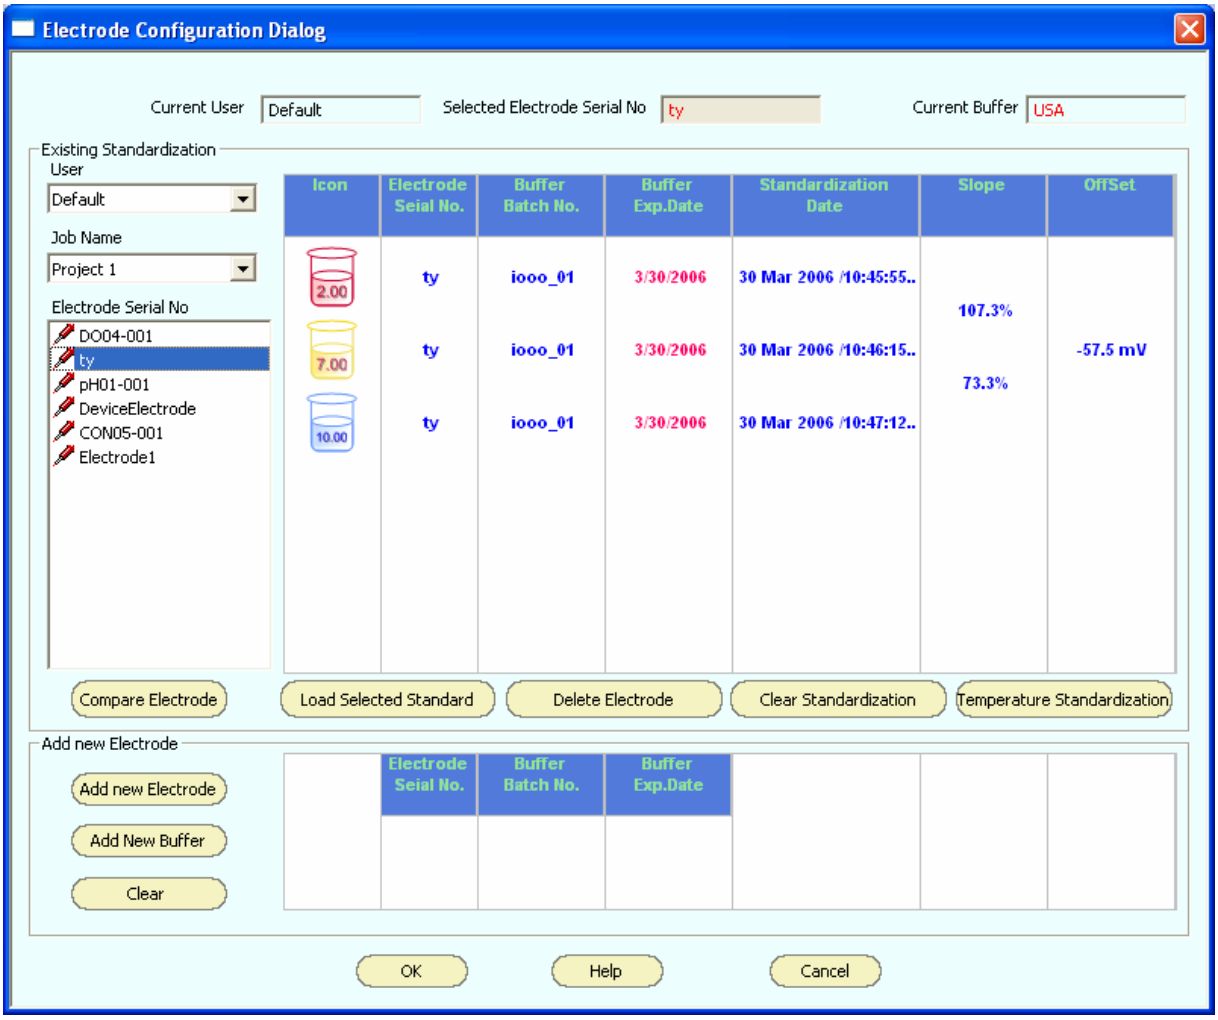

Figure 24 : New standardization using an existing electrode
5. **Electrode Configuration Dialog** appears. (Figure 24)